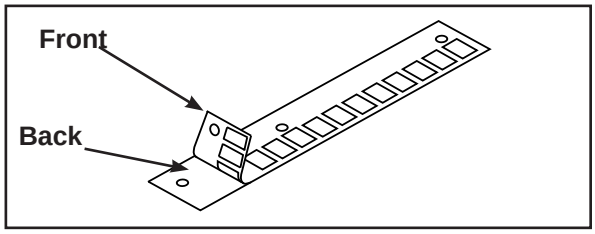

Figure 3
A. Slowly and carefully peel off back side of decal. ***NOTE:*** *When peeling off back cover, make sure that the decals remain attached to the front sticker.* Figure 3.